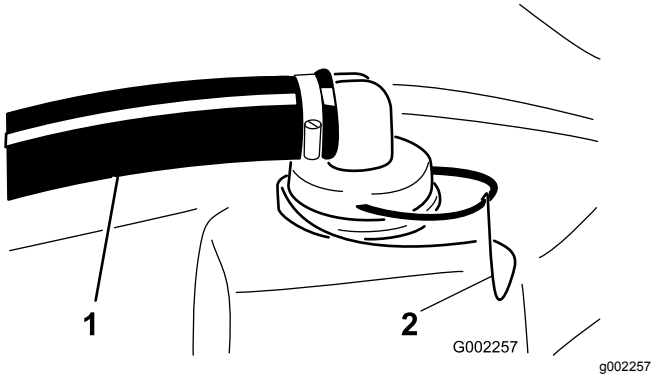

**Рисунок 16**
2. В верхней части бака опрыскивателя снимите фиксатор, который крепит шланговый штуцер, подсоединенный к большому шлангу и к корпусу сетчатого фильтра (Рисунок 16).
3. Отсоедините шланг и штуцер шланга от корпуса сетчатого фильтра (Рисунок 16).